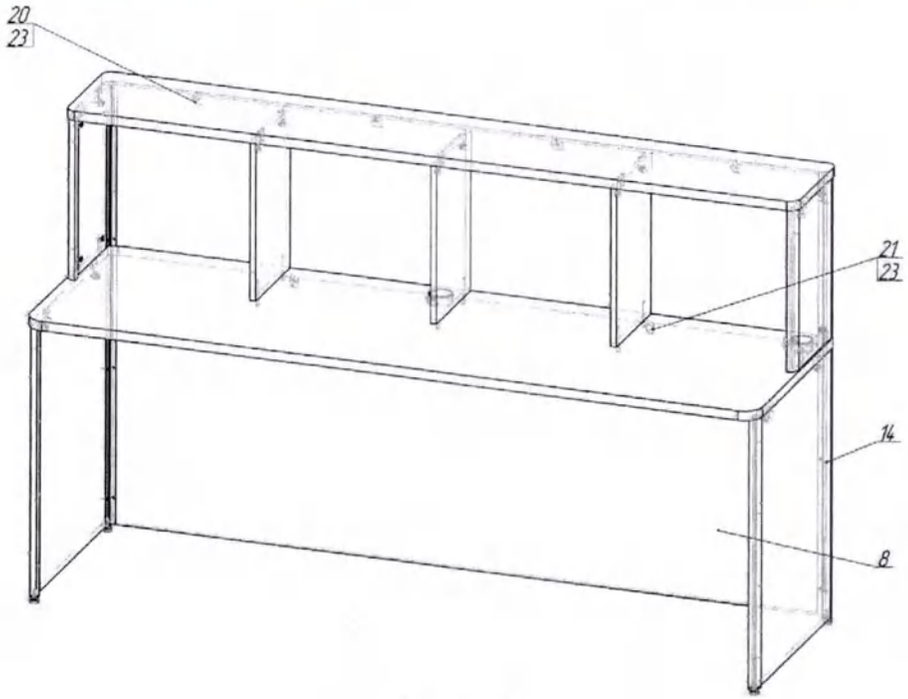

Рисунок 6
4.21.Дополнительно закрепить фронтальную панель уголками, как показано на рисунке 6. К столешнице надстройки фронтальные панели крепятся пластиковыми уголками и саморезами 3,5х16 (23), к столешнице стола – металлическими уголками с пластиковой заглушкой и саморезами 3,5х16 (23) (рисунок 6).
4.20.Закрепить на ючках передних профилей фронтальную панель стола при помощи саморезов 3,5х16 (рисунок 6).